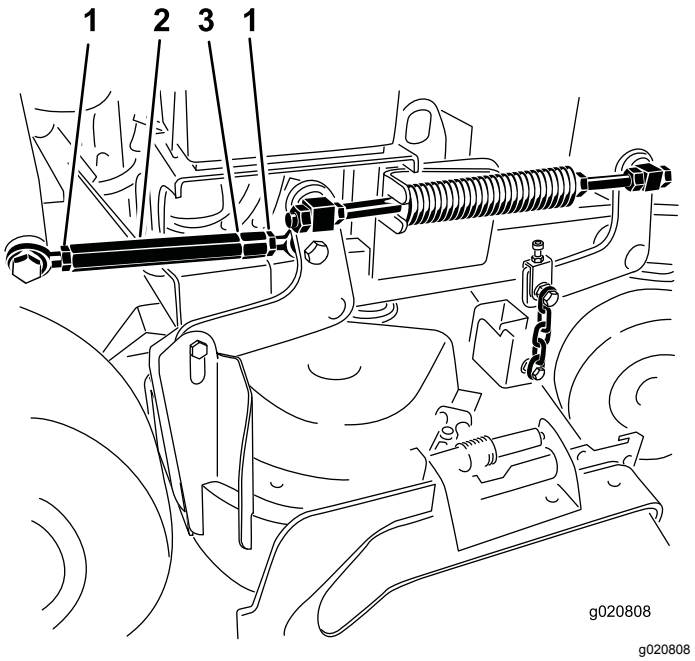

Figuur 86
4. Draai de contramoeren aan beide zijden van de spanschroef los (Figuur 86).
Opmerking: Het uiteinde van de spanmoer met de groef heeft een linkse schroefdraad (Figuur 86).